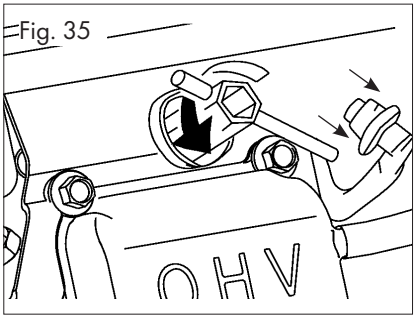

Fig. 35
- Afloje la bujía con la llave de bujías, Fig. 35.